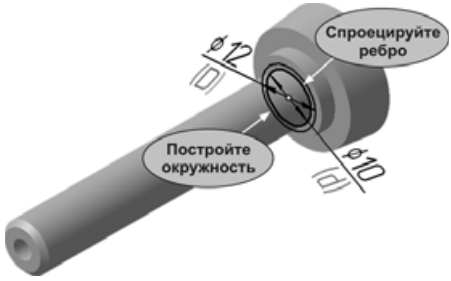

Рис. 8.31
- Спроецируйте в эскиз круглое ребро детали **Шток**, проставьте к окружности диаметральный размер и назначьте имя переменной d (рис. 8.31). Эта окружность будет автоматически менять свой диаметр при изменении диаметра штока.